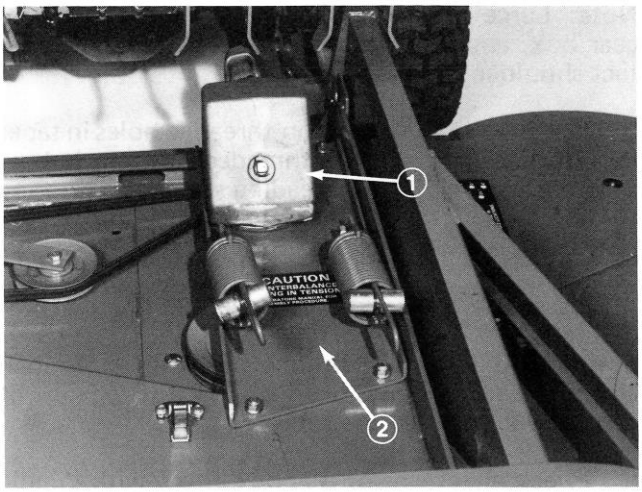

Figure 48
4. Remove four carriage bolts and flange nuts securing gear box base to top of cutting unit (Fig. 48). Slide gear box and base forward until PTO shaft separates. Place gear box base assembly on workbench.
7. Slide PTO shaft into PTO tube. Loop belt around gear box pulley and mount gear box base on top of cutting unit with four carriage bolts and locknuts (Fig. 48).